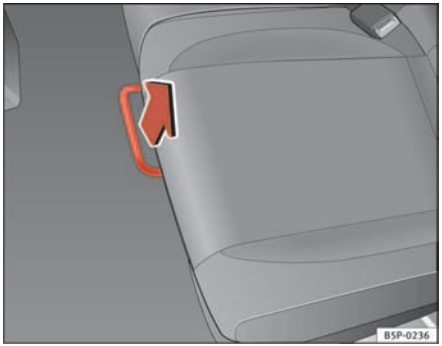

Fig. 97 For unlocking the rear seat
– In the seated position, unlock the lever in the direction of the arrow ⇒ page 129, fig. 97.